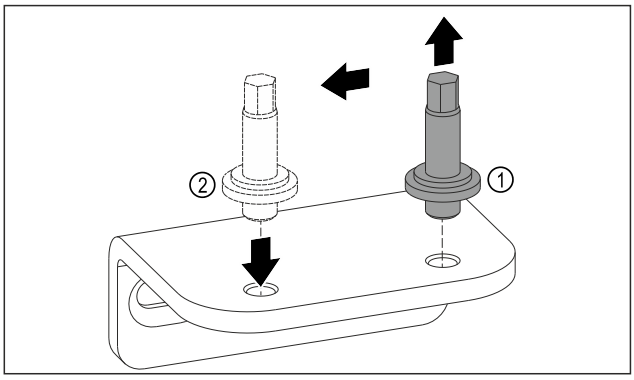

Fig. 13
- ▶ Skru ut boltene til den nedre lagerbukken med utvendig sekskantnøkkel SW5. *Fig. 13 (1)*
- ▶ Sett inn boltene på motsatt side. *Fig. 13 (2)*